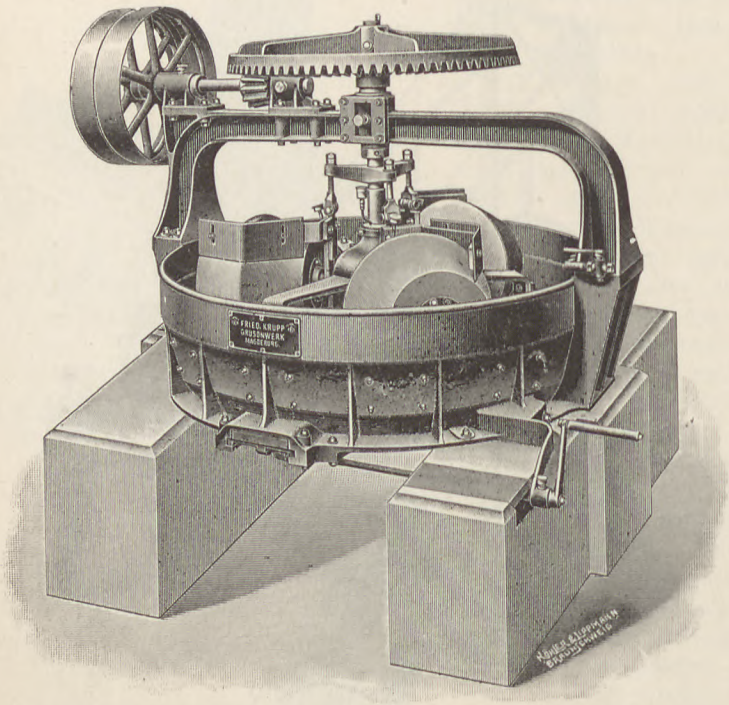

Fig. 241.
1. Misch-Kollergang mit doppelkonischen Hartgußläufern zur Herstellung von Zement und Mörtel. Der in Fig. 241 dargestellte Misch-Kollergang wird infolge seiner hohen Leistungsfähigkeit mit Vorteil verwendet: